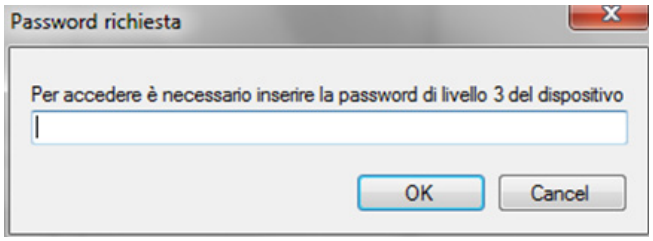

Fig. 8.36. Password request
- **Use saved psw**: If this field is ticked, the password set in the current configuration is used to access the device. If it is not ticked, the user will have to enter the password in the field shown in Fig. 8.36 and confirm with OK.